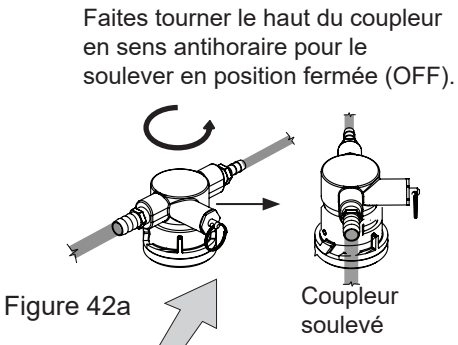

Figure 42a
9. Accrochez le coupleur sur le fût : Vérifiez que le coupleur est en position fermée (voyez la Figure 42a). Alignez les taquets sur le fût avec les ouvertures correspondantes sur le coupleur de fût, et tournez en sens horaire jusqu'à ce que le coupleur stoppe (environ 90°). Appuyez sur le dessus du coupleur et faites-le tourner en sens horaire pour permettre au gaz d'entrer dans le fût.